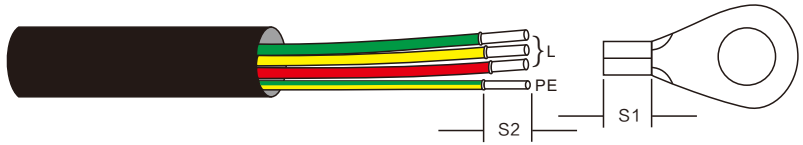

图3.25 剥开交流线缆
1. 将交流线缆绝缘护套的末端剥去约300mm，然后剥去每根导线的末端（如图3.25所示）